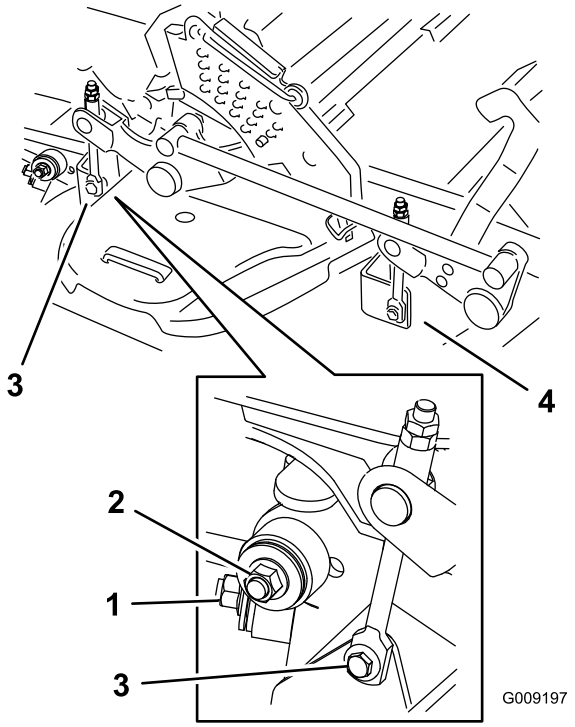

Figuur 96
8. Verwijder de bevestigingsmaterialen aan beide zijden van het maaidek zoals wordt getoond in Figuur 96 en bewaar deze materialen.